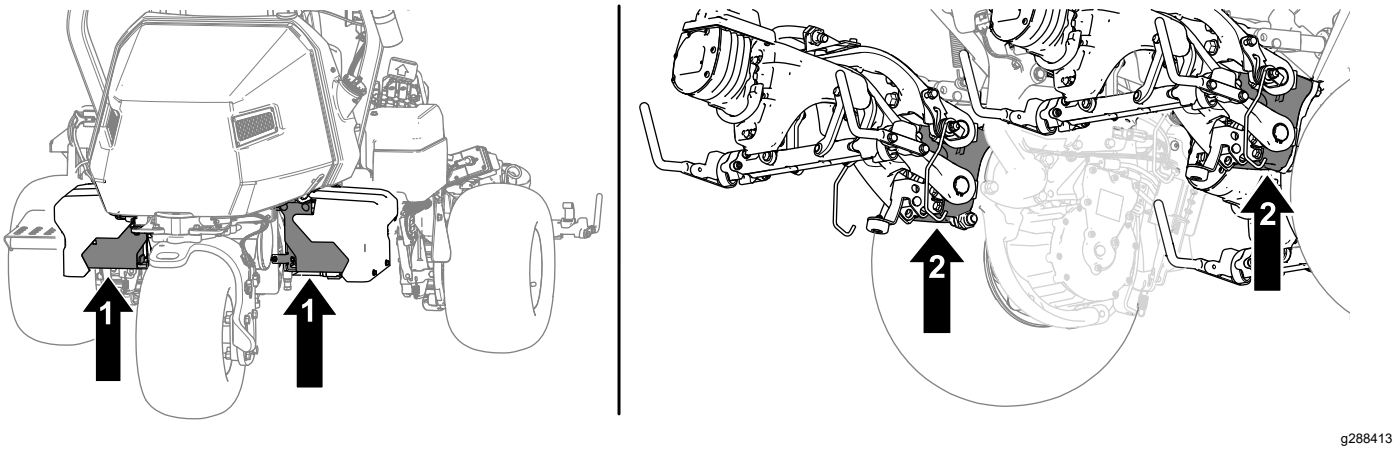

Figur 44
2. När du har höjt maskinen ska du använda en lämplig pallbock under följande delar för att stötta upp maskinen (Figur 44):